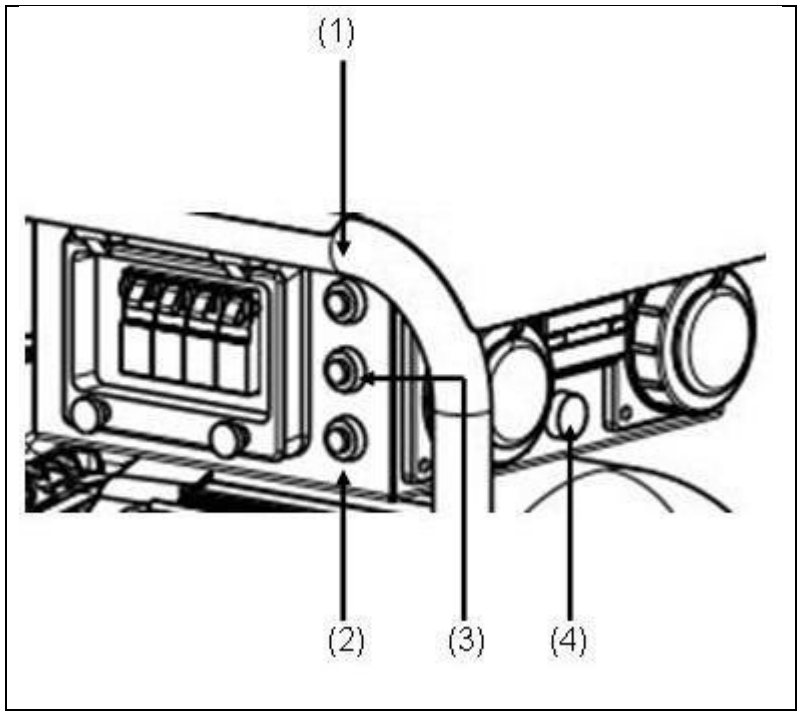

Rys. 3-1: Kontrola izolacji bez wyłączenia
Naciśnij przycisk testowy *(patrz* rys. 3-1-(2)*)*
✓ Kontrolka *(patrz rys. 3-1-(4))* oznacza wynik testu:
Wskazówka: Sygnał dźwiękowy można zatwierdzić przyciskiem „Zatwierdzanie” *(patrz rys. 3-1-(1))*.
2. Aby dalsza praca urządzenia była możliwa, po zakończeniu kontroli należy nacisnąć przycisk resetowania *(patrz rys. 3-1-(3))*.
2. Aby dalsza praca urządzenia była możliwa, po wyłączeniu i odłączeniu odbiornika należy nacisnąć przycisk resetowania *(patrz rys. 3-1-(3))*.
3. Naciśnij przycisk testowy *(patrz rys. 3-1-(2))*
✓ Kontrolka *(patrz rys. 3-1-(4))* i położenie przełącznika bezpiecznika wskazują wynik testu:
4. Aby dalsza praca urządzenia była możliwa, po zakończeniu kontroli należy nacisnąć przycisk resetowania *(patrz rys. 3-1-(3))* i ustawić przełączniki bezpieczników w położeniu 1.
2. Aby dalsza praca urządzenia była możliwa, po wyłączeniu i odłączeniu odbiornika należy nacisnąć przycisk resetowania *(patrz rys. 3-1-(3))* i ustawić przełączniki bezpieczników w położeniu 1.